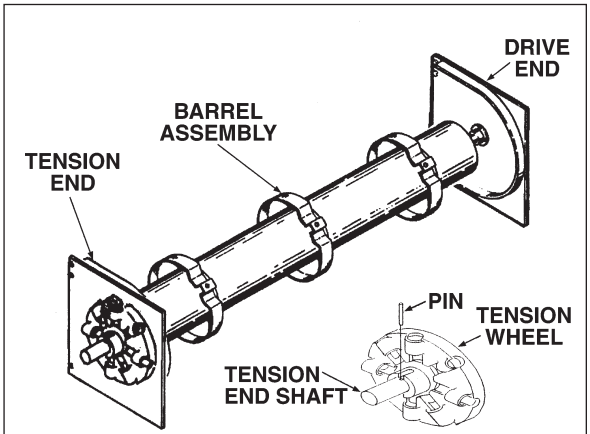

FIGURE 8
- Secure tension wheel to tension shaft using a key or a pin as shown in Figure 8. The pin must fully engage the tension wheel which is against the tension headplate bracket.